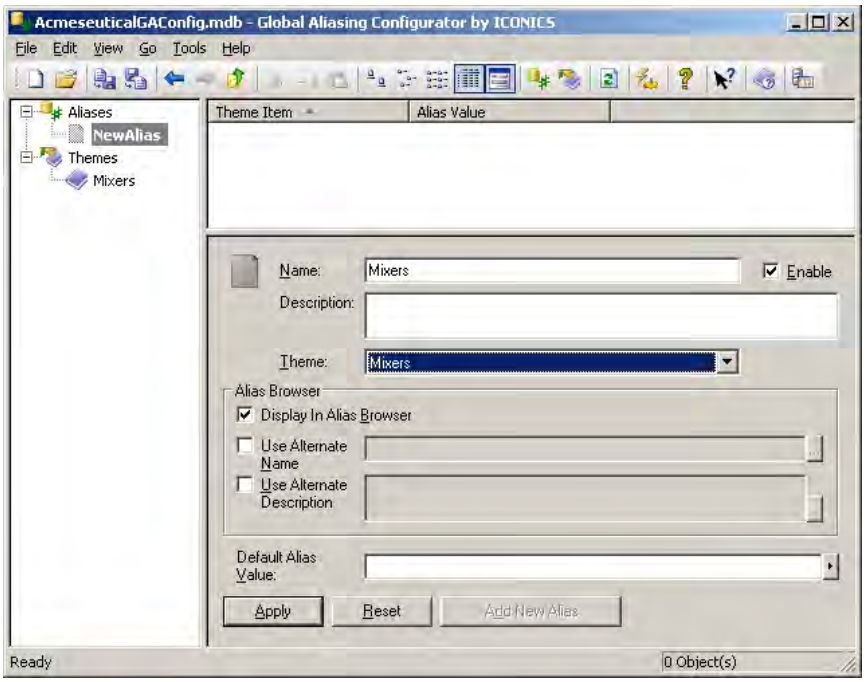

Figure L13.4 - New Mixers Alias
3. In the Theme dropdown list, choose "**Mixers**" as depicted in Figure L13.4.